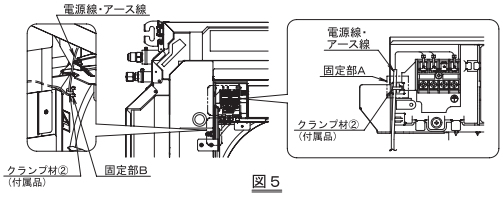

図5
6. 電源線(黒・白)・アース線(緑/黄)をまとめて、室内ユニット電気品箱内の固定部Aとベルマウスの固定部Bにクランプ材②で固定してください。(図5参照)